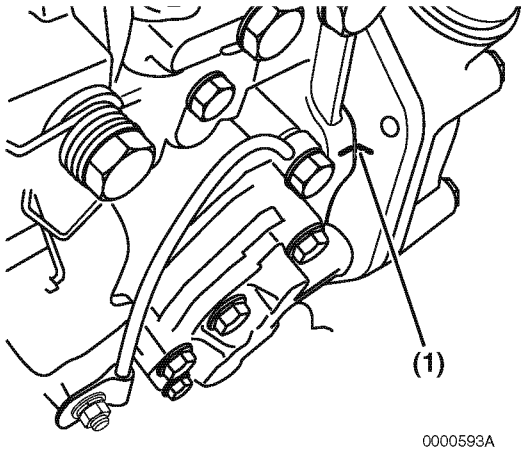

Figure 7-19
22. Locate the mark stamped into the upper outside mounting boss of the fuel injection pump. Highlight this mark and make a corresponding mark on the gear case or front plate **(Figure 7-19, (1)).**